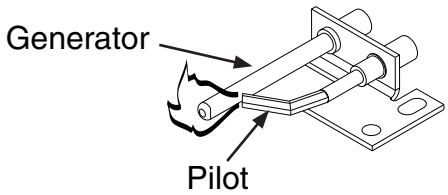

Fig. 18-2
1. La flamme pilote devrait encercler le bout de générateur, et est préréglée à l'usine (Fig. 18-2).